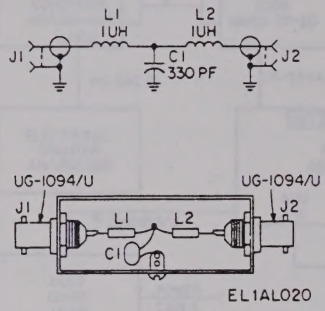

Figure 6-12. Low pass filter fabrication.
(1) Fabricate the low pass filter shown in figure 6-12, using the materials listed in the Tool and Test Equipment List (app B).